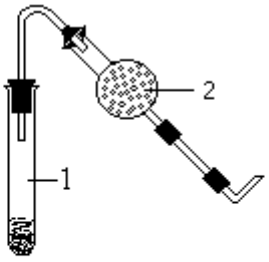

Рис. 3. Прибор для получения ацетилена.
1) *Получение ацетилена и его горение (тяга!)*. В пробирку помещают кусочек карбида кальция, приливают около 1 мл воды и сразу же закрывают ее пробкой с газоотводной трубкой, имеющей оттянутый конец (рис. 3.). Поджигают выделяющийся ацетилен у конца газоотводной трубки. Наблюдают характер пламени. Затем меняют газоотводную трубку: закрывают пробирку, из которой выделяется ацетилен, изогнутой газоотводной трубкой с широким отверстием и снова поджигают ацетилен. Вносят в пламя крышку от тигля. На крышке образуется черное пятно сажи. Напишите уравнения реакций получения ацетилена из карбида кальция и горения ацетилена (полное и неполное сгорание). Вычислите процентное содержание углерода и водорода в ацетилене. Имеет ли ацетилен запах?